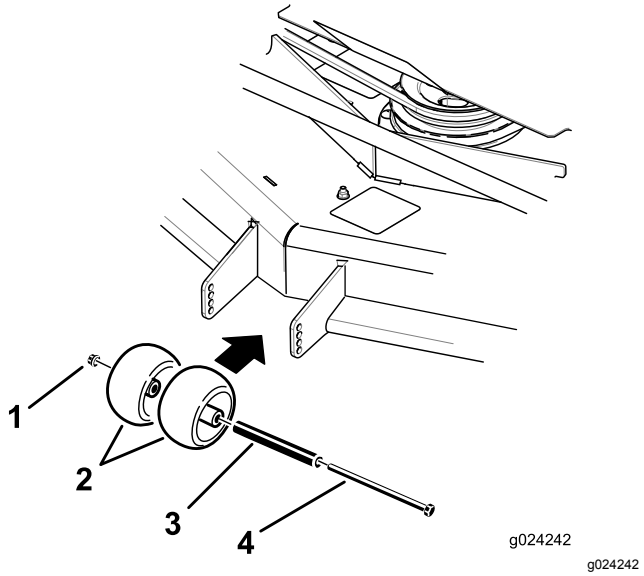
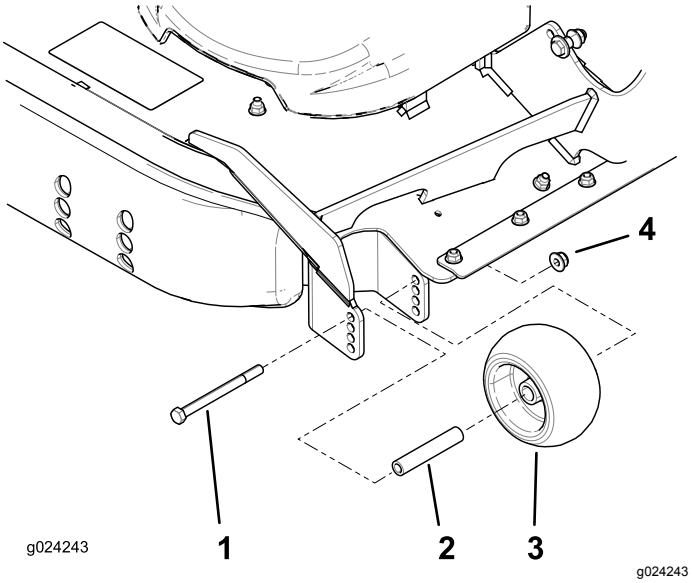

**Figuur 34**
**Figuur 35**
3. Stel de antiscalpeerrollen af zoals wordt getoond in Figuur 34 en Figuur 35.